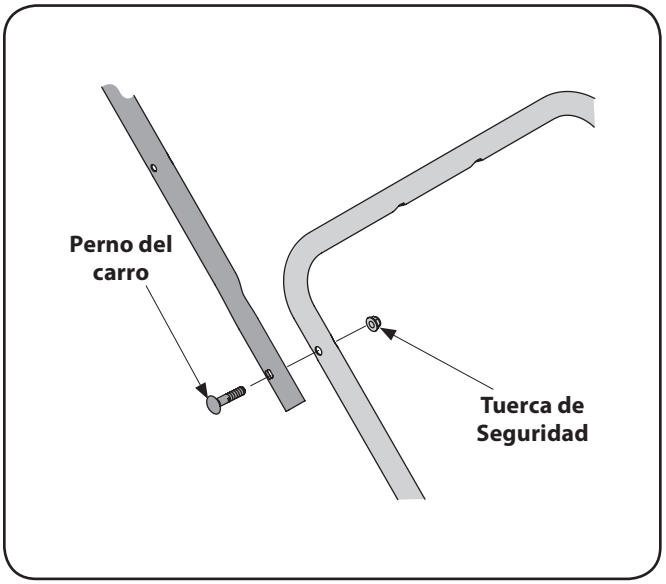

Figure 3-3
2. Asegure la manija superior a la manija inferior usando los pernos del carro y las tuercas de seguridad del Grupo 4 del paquete de elementos de ferretería. Vea Figure 3-3.